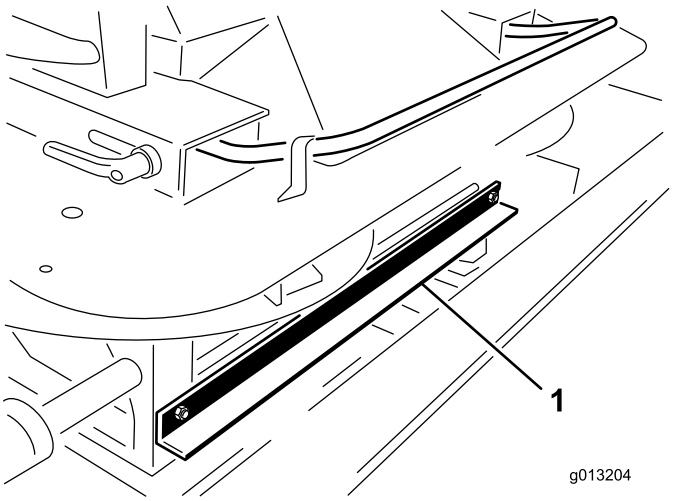

**Figur 4**
3. Fjern de to bolte og møtrikker fra forenden af den dobbelte spinder, som fastgør leveringsbeslaget fra maskinens løfteanordning på den dobbelte spinder (Figur 4).